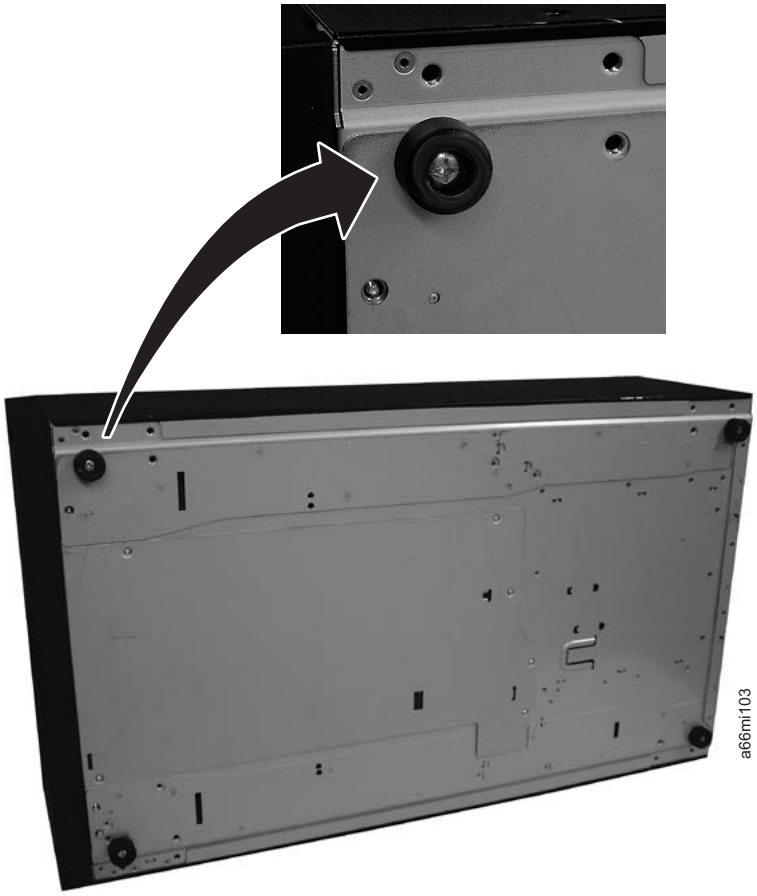

Figure 7-147. Foot pad Locations
2. Using a #2 Phillips screwdriver, install the foot pads on the bottom of the library chassis. See Figure 7-147 on page 7-132 for foot pad locations.